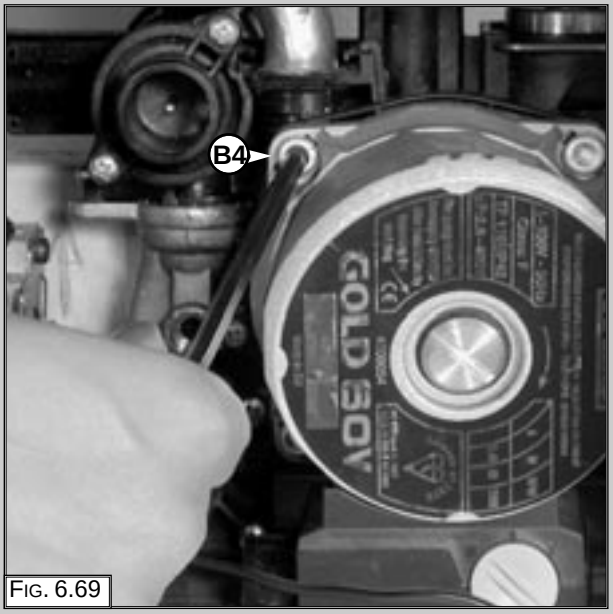

Fig. 6.69
2. Unscew the four scews “B4” (Fig. 6.69);